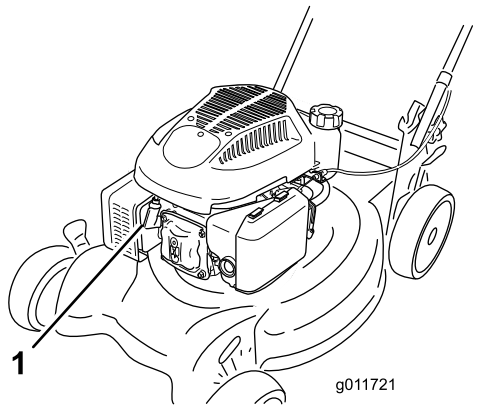

Figur 19
2. Lossa tändkabeln från tändstiftet (Figur 19) innan du utför underhåll.